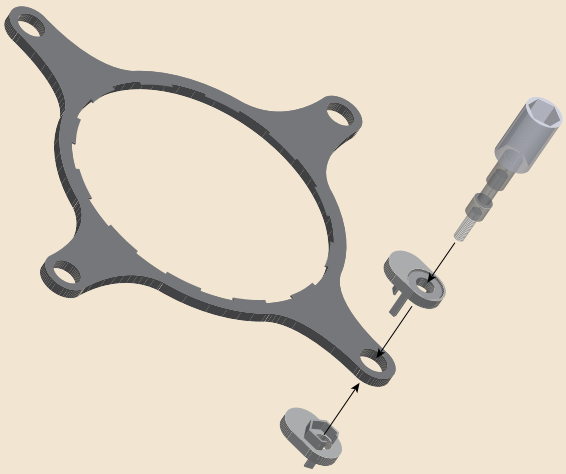

Figura 20.1: Instale os parafusos de fixação na armação apropriada.
4. Instale na armação apropriada ao seu processador os parafusos de fixação (ver Figura 20.1). Muitas vezes, há várias posições diferentes onde esses parafusos podem ser instalados, e você deverá consultar o manual do sistema de refrigeração líquida para ver qual posição deve ser usada para o tipo de soquete do seu processador. Em alguns casos, os parafusos devem ser instalados na peça de retenção que acompanha o sistema de refrigeração ou no suporte existente na placa-mãe.